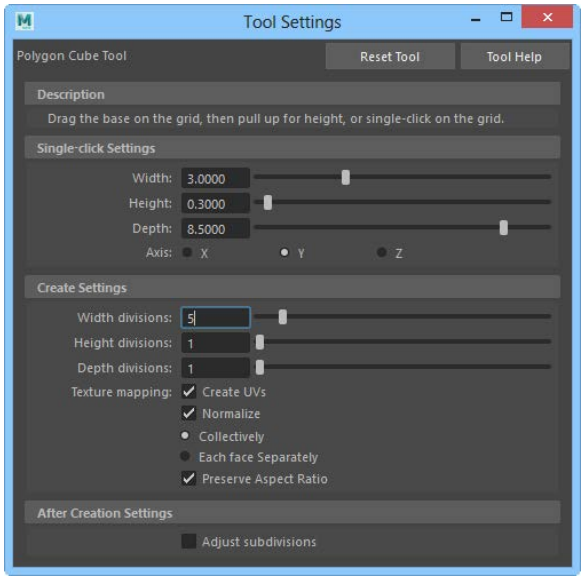
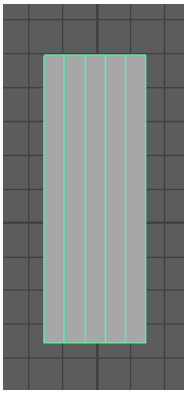

Figure 2-74 *The* ***Tool Settings (Polygon Cube Tool)*** *panel*
Figure 2-75 *A cube created*
1. Maximize the top-Y viewport. Choose **Create > Objects > Polygon Primitives > Cube > Option Box** from the menubar; the **Tool Settings (Polygon Cube Tool)** panel is displayed on the left of the viewport. Enter the required values in the **Tool Settings (Polygon Cube Tool)** panel, as shown in Figure 2-74. Next, click in the top-Y viewport; a cube is created in the top-Y viewport, as shown in Figure 2-75. Close the **Tool Settings (Polygon Cube Tool)** panel.